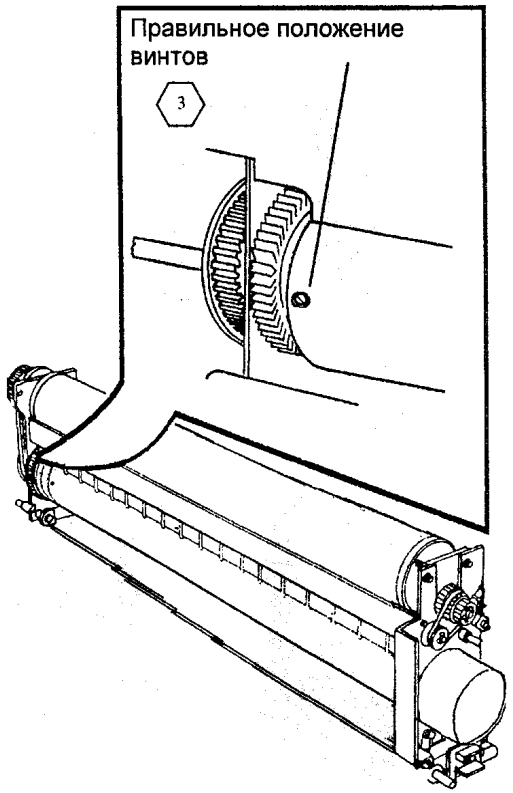

Рис. 8 Правильное расположение вала фьюзера
5 *ШАГ 11: Перед снятием подшипника вала фьюзера сам вал должен находиться в положении, показанном на рис. 8.*
11. (РИС. 8): ПРАВИЛЬНО РАСПОЛОЖИТЕ ВАЛ ФЬЮЗЕРА.